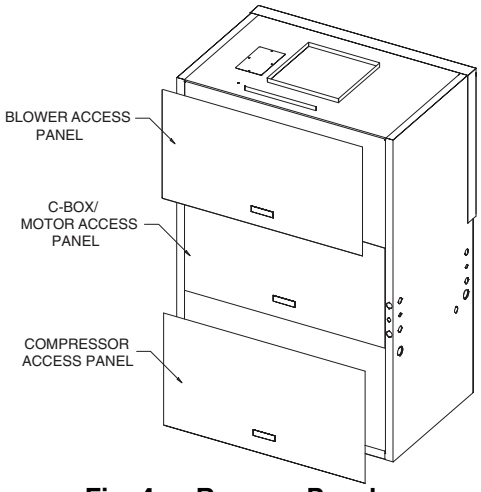

Fig. 4 — Remove Panels
1. Remove the 3 panels as shown in Fig. 4.